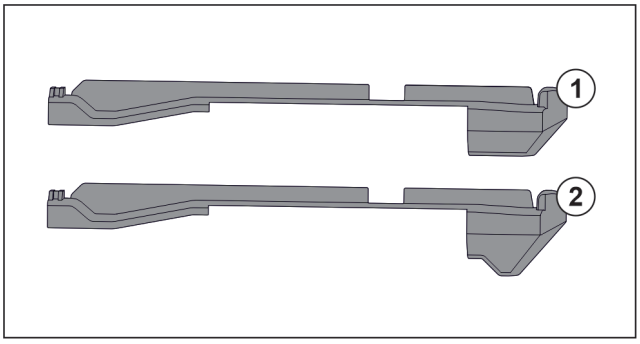

Fig. 195 Compararea pieselor de fixare
În aparat există două piese diferite de fixare. Piesa de fixare de deasupra sertarului de jos *Fig. 195 (2)* are o margine triunghiulară. Toate celelalte piese de fixare *Fig. 195 (1)* au o margine dreaptă.
▶ Montați piesa de fixare *Fig. 195 (2)* cu marginea triunghiulară peste sertarul de jos.
▶ Montați piesa de fixare *Fig. 195 (1)* cu marginea dreaptă la toate celelalte poziții.